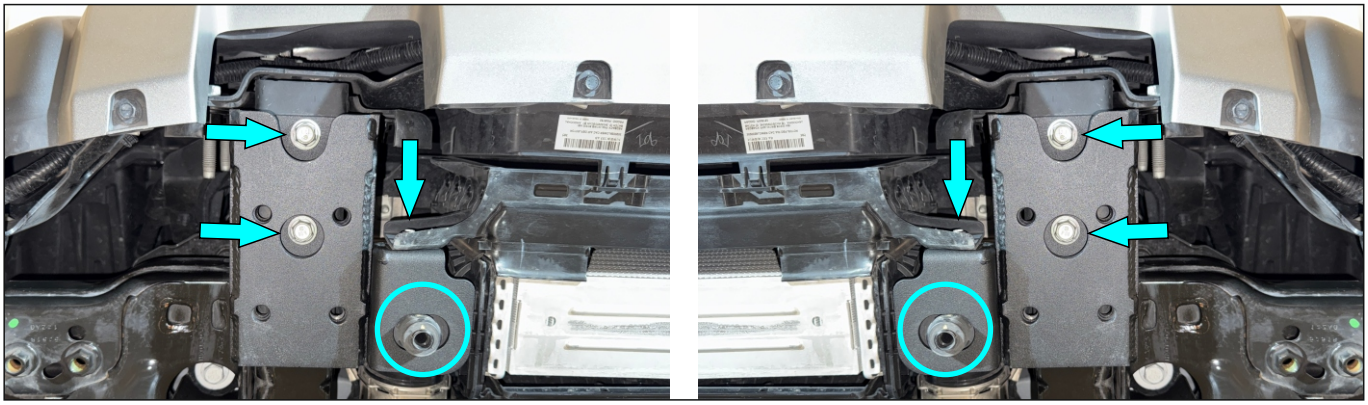

Fig. 5
5. Install recovery point brackets (item 1) to the frame and intercooler on both sides of the vehicle. Be sure that the intercooler sits properly in the supplied brackets. Secure using the factory bolts as shown in Fig. 5.